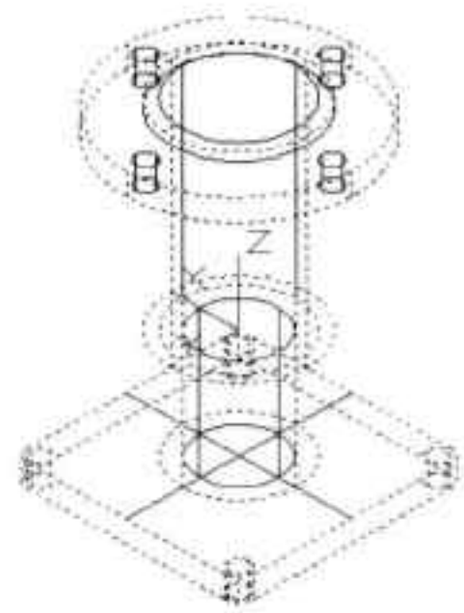

图13-63 合并圆柱体
Step16 执行“并集”命令，将方形接头与直径为 48mm、高为 73mm 和 3mm 以及 80mm 的圆柱合并，如图 13-63 所示。